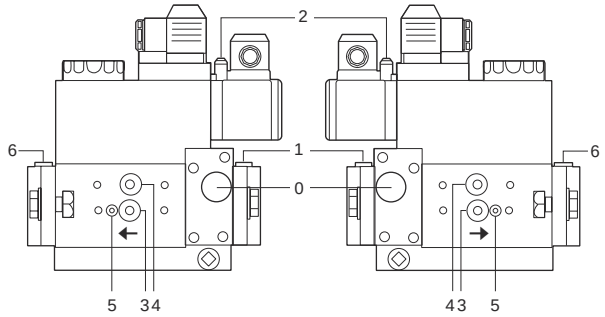

Fig. 24
- Pulizia filtri valvole gas (Fig. 24 e seguenti).